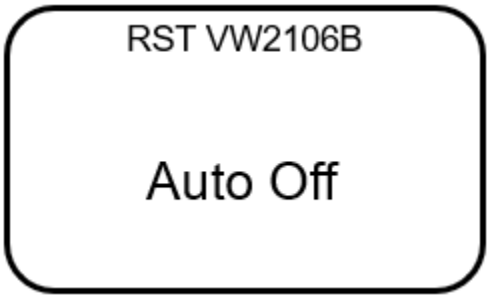

FIGURE 2-2 AUTO OFF SCREEN
1. Navigate to the **Auto Off** screen (Figure 2-2).